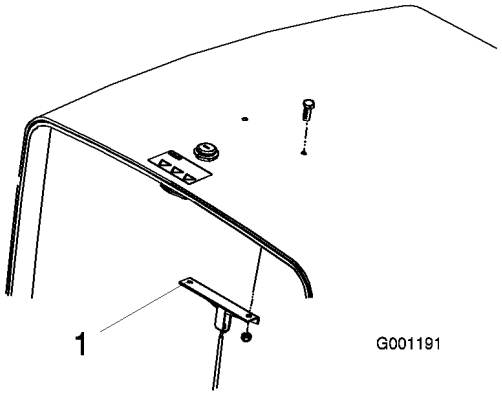

Figur 4
1. Ta bort och kasta de två skruvarna och muttrarna som säkrar motorhuvens kabelfäste på undersidan av huven (Figur 4).